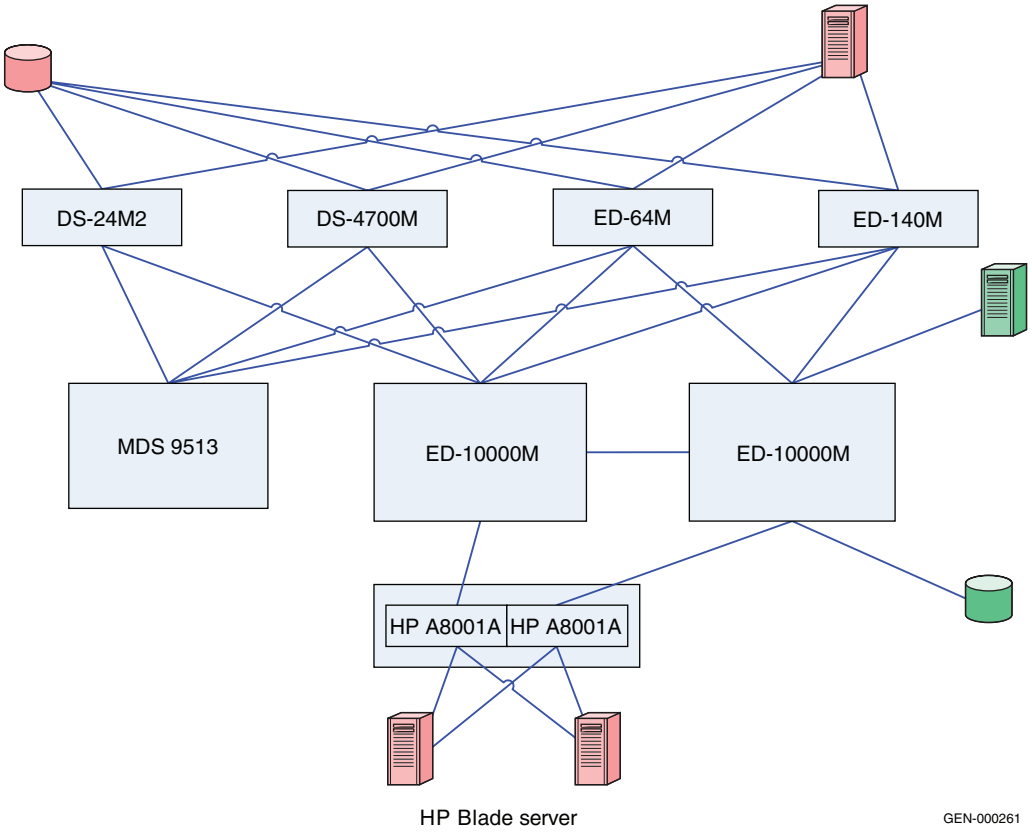

Figure 34 **Phase 2: Adding Connectrix MDS 9513 to the core of the fabric**
As can be seen in Figure 34, the Connectrix MDS 9513 director is added to the core of the fabric. It is important to note that there is no ISL between the ED-10000M core and the Connectrix MDS 9513. Please refer to the "Switched Fabric Topology Parameters" section of the *EMC Support Matrix* to obtain a list of all the other Connectrix MDS-series switches that can be supported in a heterogeneous set up with the Connectrix M switches, and for the operating modes specified above for this case study.
4. Link, using an ISL, the Connectrix MDS 9513 to all the Connectrix M edge switches as shown in Figure 34 on page 280.